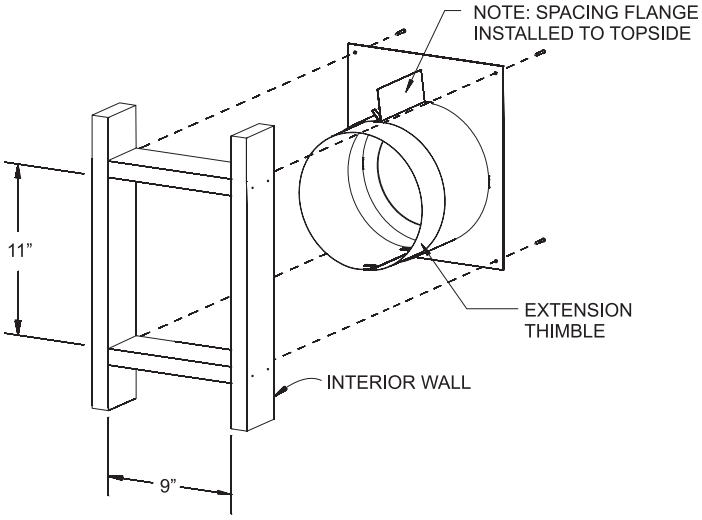

**Figure 62**
2. Cut hole in wall for wall thimble/firestop assembly (**Figure 62**) into your combustible wall. Note: On brick or block exterior wall a 7-inch diameter hole needs to be cut.
Measure the total wall thickness to determine whether or not the extension thimble is to be used. If the combustible wall depth is over 5-3/8 inches, then the extension thimble should be used (**Figure 62**).
3. Install the wall thimble assembly through the framed opening so the firestop plate is on the interior wall (**Figure 62**). Telescope section should extend all the way through the exterior wall. Attach with four 10 x 1 inch screws.